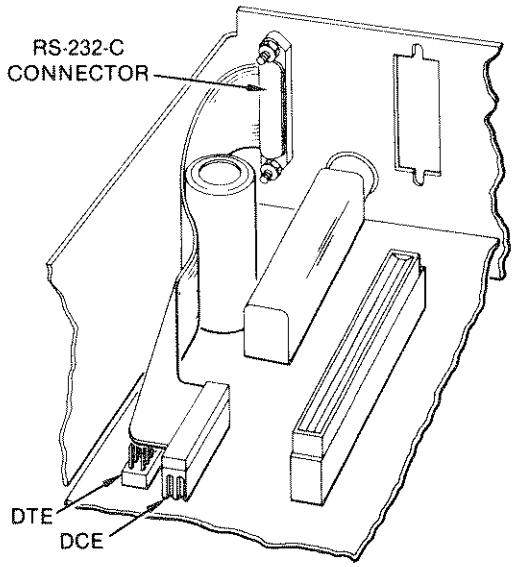

Figure 13-1. Standard RS-232-C
Before connecting the Model 52A RS-232-C interface, the correct device configuration (DCE or DTE) must be determined and the internal ribbon cable connected to the DCE or DTE location (figure 13-1) on the motherboard. Wavetek ships the Model 52A set up for DCE operation.
1. Is the controller/computer a DCE or DTE device? If this is not explicitly spelled out in the manual you will need to look at the connector's pins. If pin 2 is the data output, the controller/computer is a DTE (most computers). If pin 3 is data output, the controller/computer is a DCE (most MODEMS). Set the Model 52A opposite to the controller/computer (for example, if the controller is DTE, set the Model 52A for DCE). To set the Model 52A remove the top cover (figure 2-7) and connect the cable to the appropriate header; see figure 13-1.